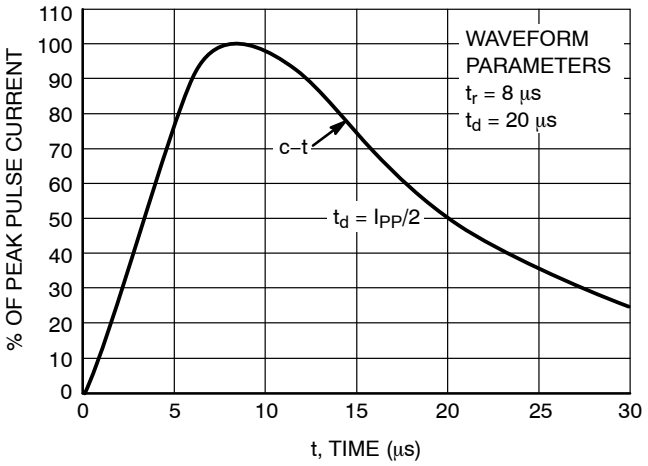

**Figure 1. Pulse Waveform, 8/20 μs**
1. Non−repetitive current pulse per Figure 1.
4. Pulse waveform per Figure 1.